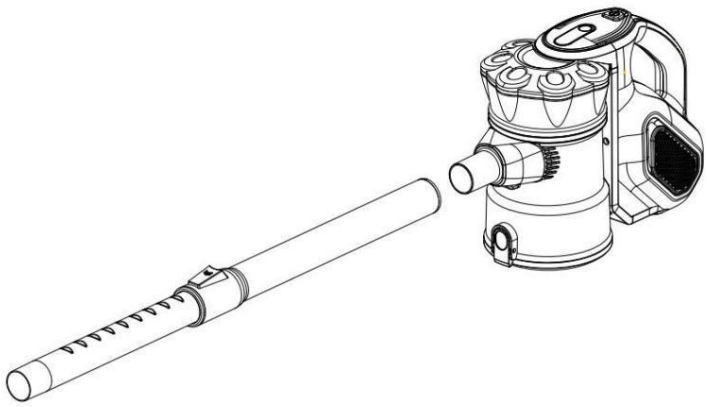

Fig.2
• Introduceți tubul telescopic în orificiul de aspirație (Fig. 2)